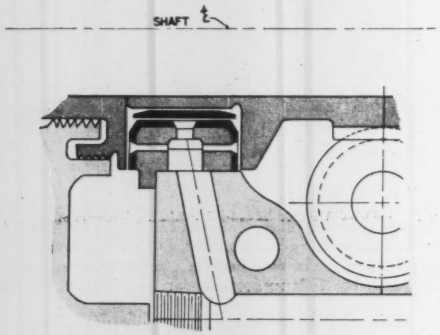

FIG. 3 TURBOSUPERCHARGER BEARING—FLOATING SLEEVE
Fig. 3 shows a floating-sleeve type of journal bearing. This bearing has two theoretical advantages; (1) lower relative peripheral speed because of the rotation of the sleeve at partial speed, and (2) additional freedom to accommodate the angular movement during maneuvering, because of the increased total oil-film thickness. Both of these designs proved satisfactory for development turbosupercharger applications. The disadvantages of higher power loss (than for antifriction bearings) and higher low-temperature starting-torque requirement, together with limited provision for angular movement of the shaft during maneuvering, make their application, as presently designed, to aircraft gas turbines very questionable.